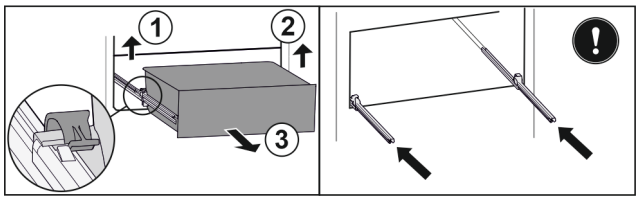

Fig. 171
- ▶ Lift left clamp and simultaneously pull drawer forwards on the left. *Fig. 171 (1)*
- ▶ Lift right clamp and simultaneously pull drawer forwards on the right. *Fig. 171 (2)*
- ▶ Remove drawer to the front. *Fig. 171 (3)*